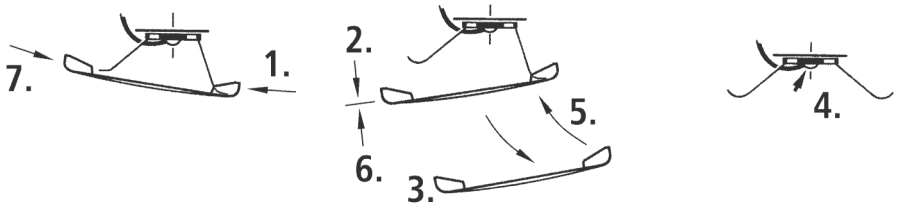

Fig. 7
Mehrzugbetrieb: Zuerst das Tendergehäuse abnehmen (Fig. 7) Danach den Brückenstecker aus der Schnittstelle entfernen (diesen sorgsam aufbewahren). Zuletzt den Stecker des Decoders lagerichtig einsetzen (siehe Fig. 4).
2. Schmierung: Versehen Sie die im Schmierplan in Fig. 8 gekennzeichneten Stellen mit nur **kleinen Öltropfen**. Dazu zuerst das Lok- bzw Tendergehäuse abnehmen (Fig. 6, Fig. 7). Wir empfehlen den ROCO **Öler Art.-Nr. 10906**. Fürs Schmieren der Getriebeteile (Zahnräder, Schnecke) empfehlen wir das **ROCO-Spezialfett Art.-Nr. 10905**. Im Falle der Schmierung diese Teile **nicht ölen**.
Running in digital mode: First remove Tender body (fig. 7). Then remove the jumper from the interface. Finally put the plug of the decoder into the interface as shown in fig. 4.
2. Lubrication: Apply **tiny oil drops** to spots marked in fig. 8. Prior to lubrication dismantle the loco body or the tender body (fig. 6, fig. 7). We recommend using item no. **10906, ROCO oiler**. For lubrication the gearparts (e.g. cogwheels, worm) we would recommended our ROCO **special grease** (item no. **10905**).
Veuillez démonter d'abord la caisse du tender (fig. 7). Enlevez ensuite la fiche de shuntage de l'interface (à conserver!) et enfichez finalement la fiche de décodeur aux prises de l'interface. Veillez à la position correcte de la fiche
2. Graissage: N'appliquez **qu'une tout petite goutte** aux endroits indiqués par le plan de graissage (fig. 8) après avoir démonté la caisse du locomotive/tender (fig. 6, fig. 7). Nous vous recommandons **le graisseur à huile ROCO réf. 10906**. Pour graisser les engrenages (roues dentées, vis sans fin) nous vous conseillons la **graisse spéciale ROCO réf. 10905** pour engrenages en matières synthétiques. Lorsque vous utilisez cette graisse il faut éviter d'huiler ces composants.